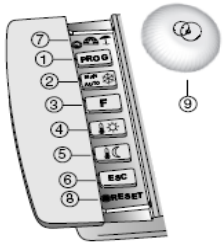

FIG. 2
**ОПИСАНИЕ КНОПОК УПРАВЛЕНИЯ ХРОНОТЕРМОСТАТОМ (Рис.2)**